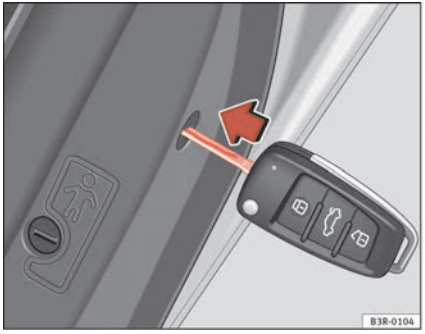

Fig. 73 Enabling manual locking
– Insert the key into the slot inside ⇒ page 102, fig. 73 and turn it as far as the stop, i.e. about 90 degrees to the right (doors on right side) or to the left (door on the left side).